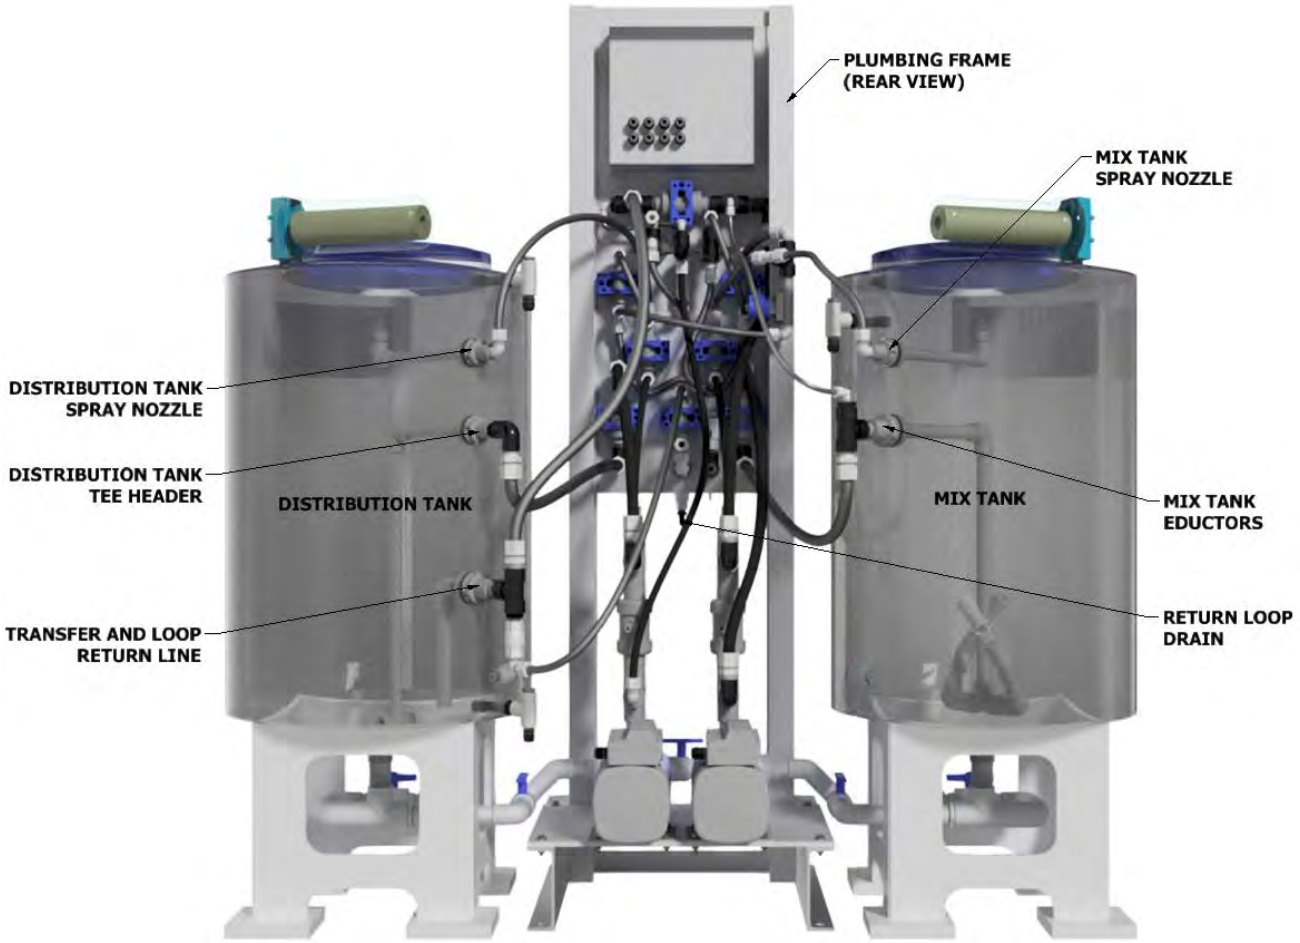

Fig. 3-1
3. Connect plumbing frame to the mix and distribution tanks at the appropriate connectors. Match and attach the hoses from the plumbing to the appropriate ports on the mix and distribution tanks (see Fig. 3-1).